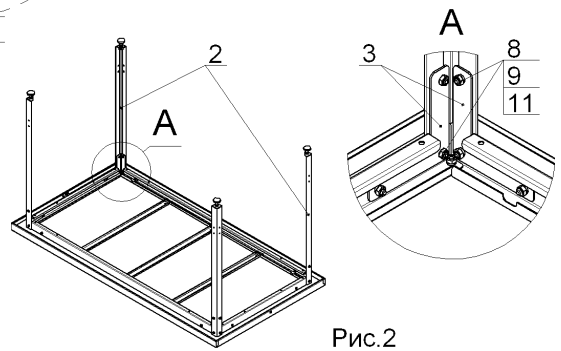

Рис.2
2. Рис.2: установить на столешнице (1) с угольниками (3) стойки (2), при помощи болтов, гаек и шайб (8, 9, 11), гайки не затягивать